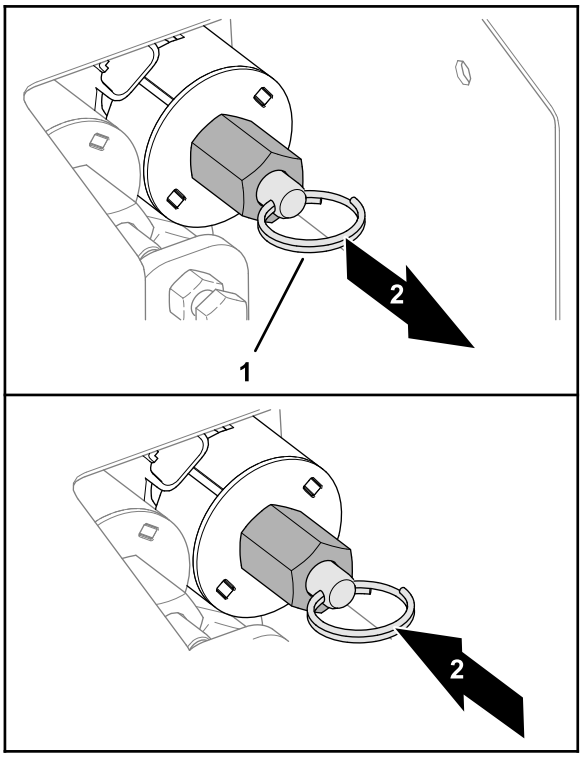

Rysunek 36
- W celu opuszczenia kosza (Rysunek 36) pociągnij za pierścień na trzpieniu zaworu.
- W celu uniesienia kosza (Rysunek 36) popchnij pierścień na trzpieniu zaworu.